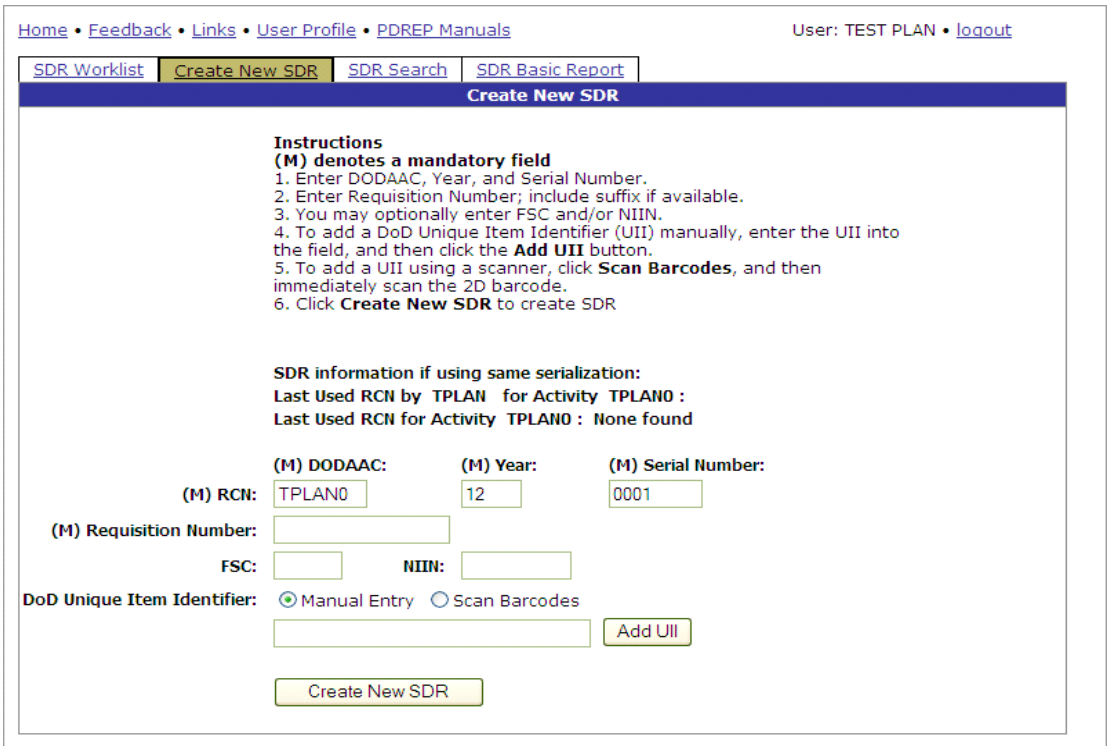

Figure 3.2
3. Click on the "Create New SDR" tab. The Create New SDR screen displays (Figure 3.2)